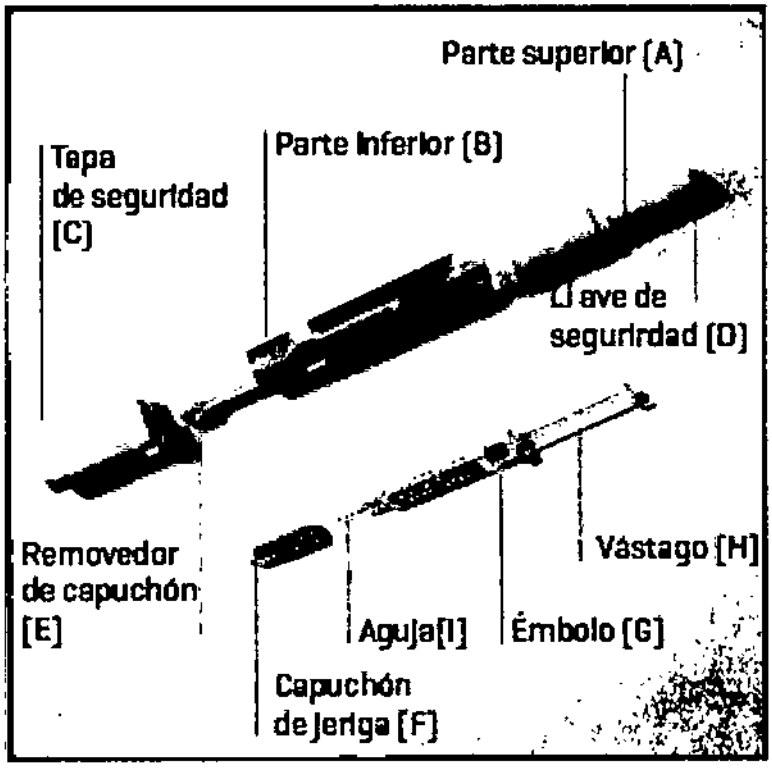

Figura 1
- Antes de utilizar el producto, verifique que se encuentra en buenas condiciones y asegúrese que se encuentran todas las partes como se indica en la figura 1.